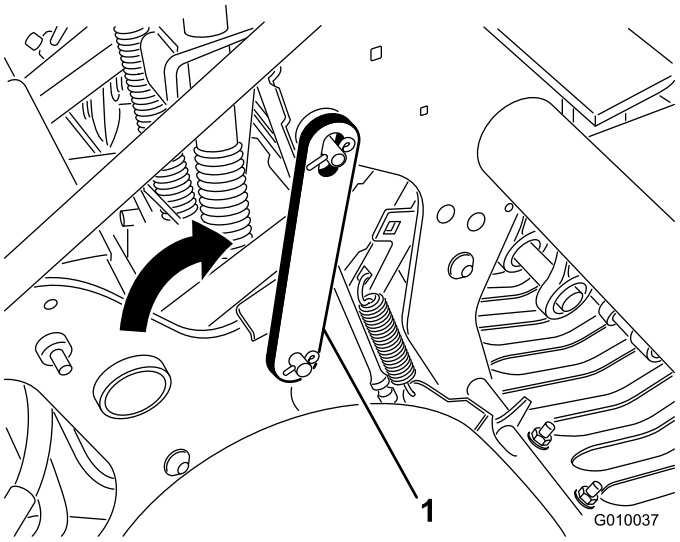

Figur 22
3. Vrid servicespärren bakåt, och sätt fast den på luftarhuvudstappen (Figur 22). Fäst den med klämringen.